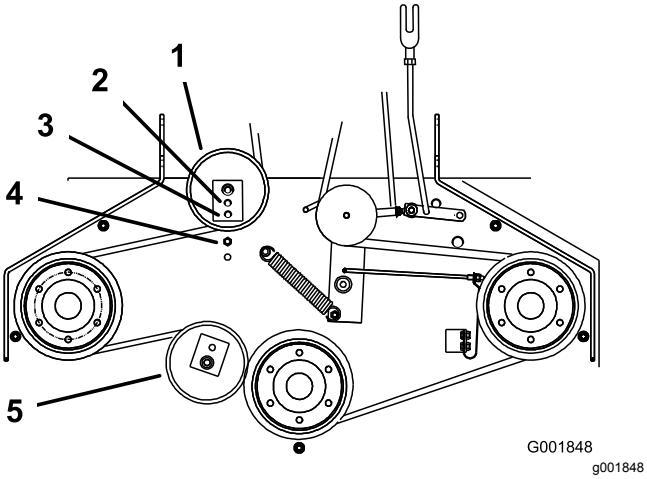

Figur 47
6. Hvis der ikke er nogen justering tilbage i spændemøtrikken, og remmen stadig er løs, skal den bageste styreremskive placeres i det midterste eller forreste hul (Figur 47). Brug det hul, der giver den korrekte justering.
7. Når styreremskiven flyttes, skal remstyret også flyttes. Flyt remstyret til den forreste position (Figur 47).